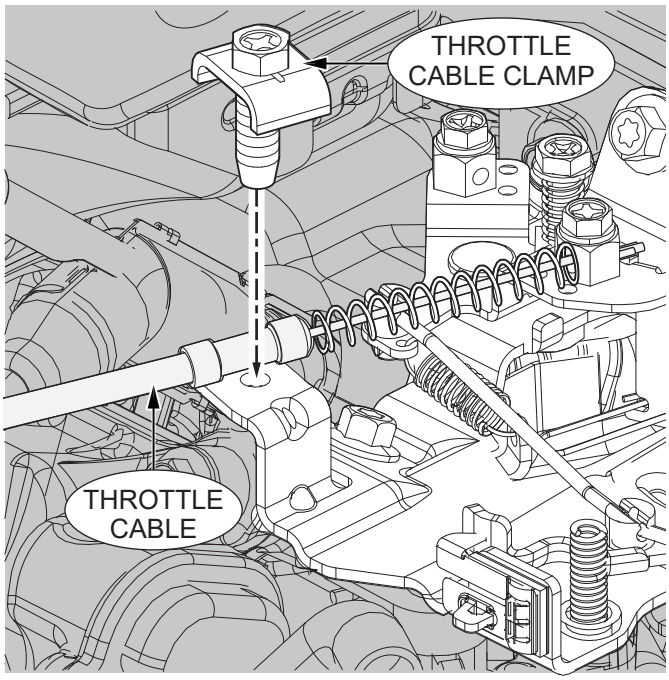

Figure 16. Reinstall Throttle Cable Clamp
11. Reinstall the **throttle cable clamp** (Figure 16) to secure the **throttle cable** in place.